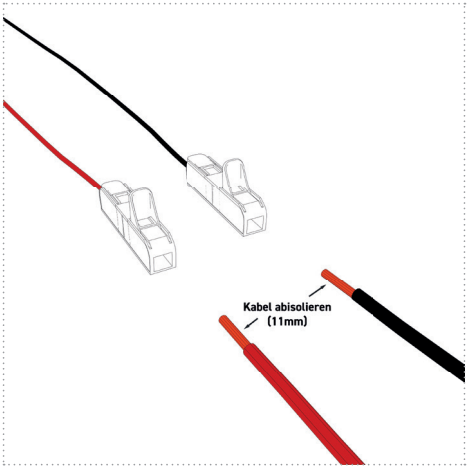

Abbildung: 18
2. Isolieren Sie die bordseitigen Anschlusskabel 11 mm ab (*Abbildung 18*).
3. Schließen Sie anhand *Tabelle 17* das Kabel (Spannungsversorgung) der UV-Einheit mittels den im Lieferumfang enthaltenen Verbindungsklemmen an die Spannungsversorgung an (*Abbildung 18+19*).